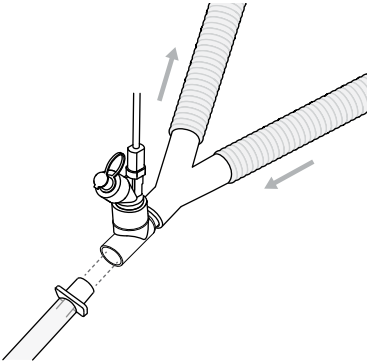

Afbeelding 8. De Aerogen Solo tussen het Y-stuk en de endotracheale tube
3. De Aerogen Solo kan tussen het Y-stuk en de endotracheale tube worden geplaatst, zoals in Afbeelding 8. De Aerogen Solo kan worden gebruikt met een HME-apparaat (warmte- en vochtuitwisselaar), dat een filter kan bevatten.